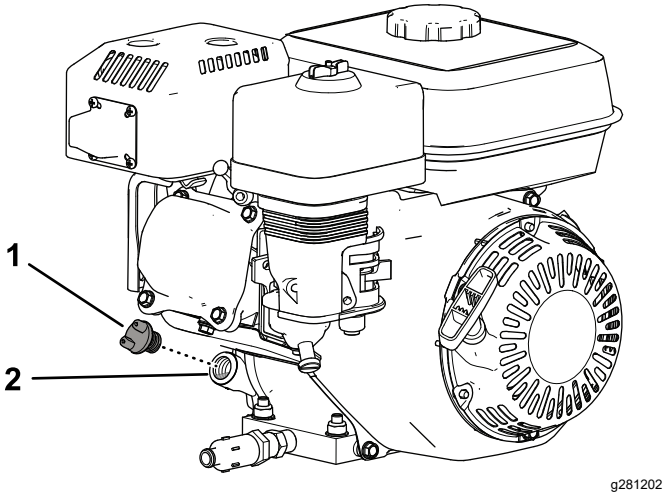

Figur 28
2. Rengör området runt tanklocket (Figur 28).